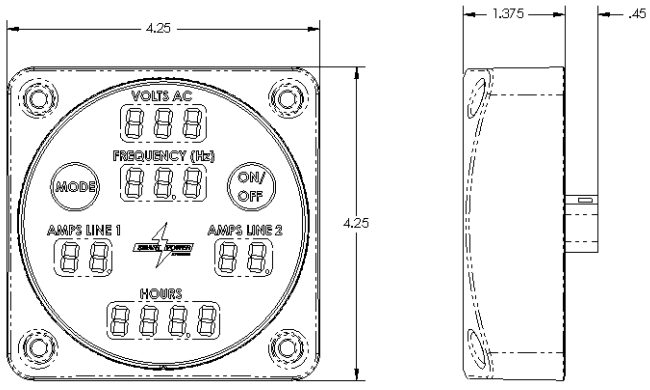

Figure 6 - Command & Control Center, P/N 1500047C
8. Locate a position to mount the SPS Command & Control Center. The ideal location for the Command & Control Center will be in an area that is easily seen and accessed by the generator operator. When the generator system is in use, the Command & Control Center will continuously show the status of the generator, including faults (warnings) if they occur. The Command & Control Center can also be used to engage and disengage the generator. The Command & Control Center is water sealed and operates on low voltages so pump house mounting is permissible. A 15 ft. water sealed harness is provided to connect the Command & Control Center to the system controller mounted within the generator tray assembly. See Figure 6 for the dimensions of the Command & Control Center.